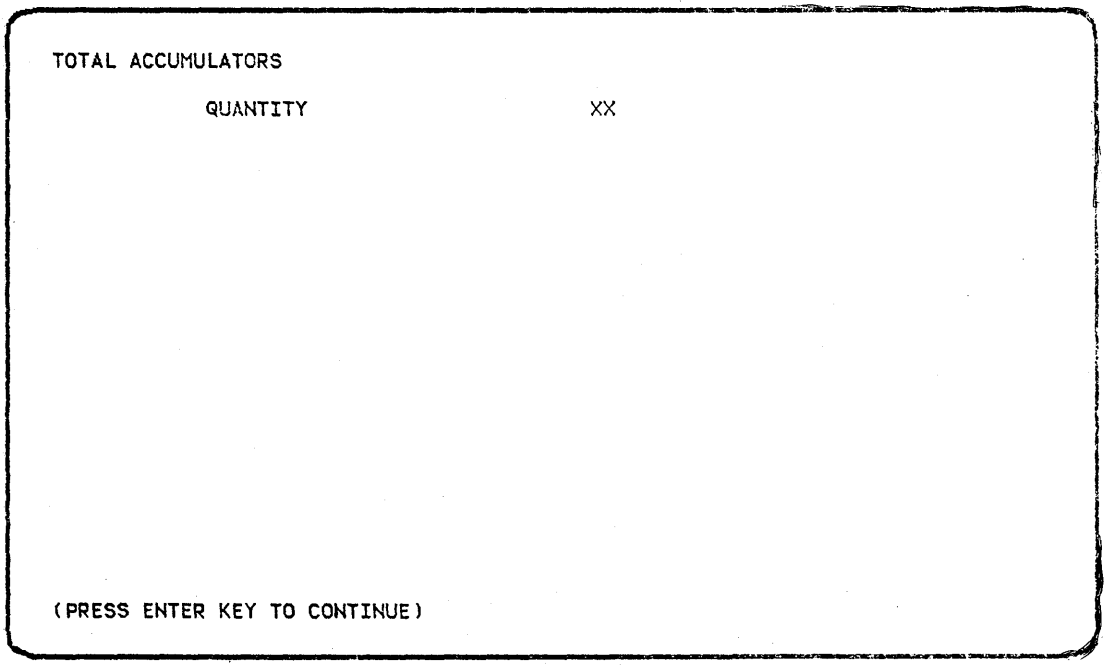

Figure 6-11. Enter/Update Total Accumulator Display
4. The next display shown will be the total accumulator display (Figure 6-11). After viewing this display, press the Enter/Rec Adv key.